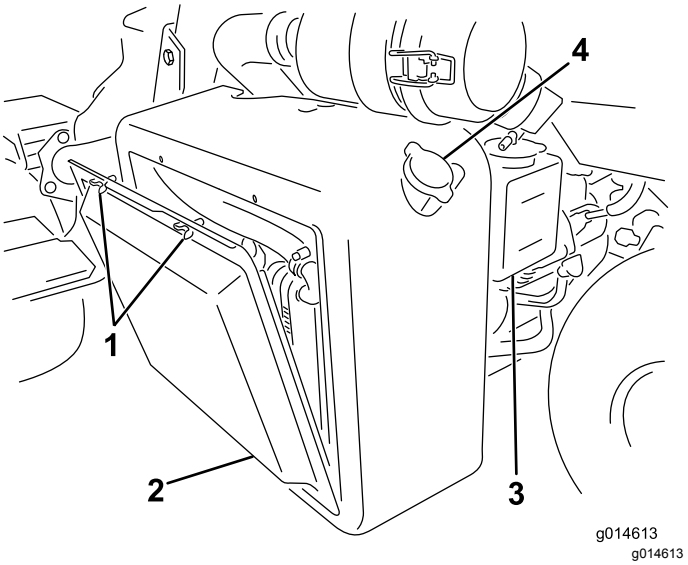

Rysunek 56
1. Zdejmij osłonę chłodnicy (Rysunek 56).